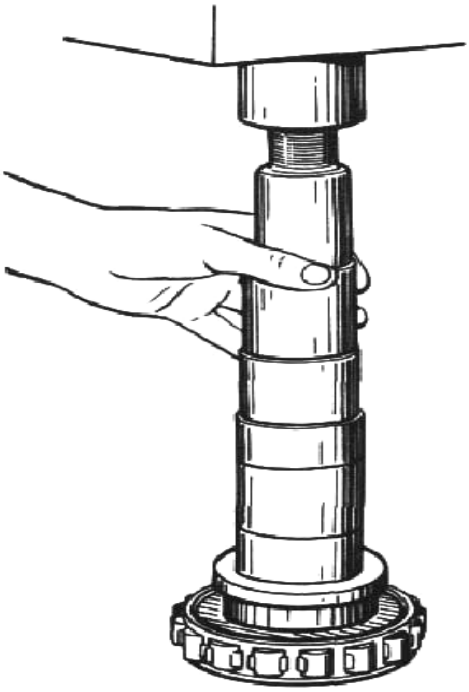

Рис. 22. Напрессовка среднего подшипника на промежуточный вал
18. Напрессовать внутреннюю обойму среднего подшипника 85 на промежуточный вал 65 до упора (рис. 22), установить стопорное кольцо в выточку вала.